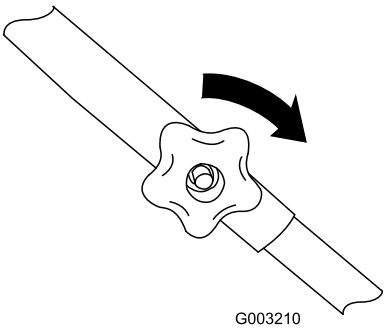

**Figuur 4**
3. Monteer de bouten en de knoppen van het bovenste deel van de handgreep met de knoppen op de buitenkant van de handgreep; draai de knoppen zo vast mogelijk (Figuur 4).